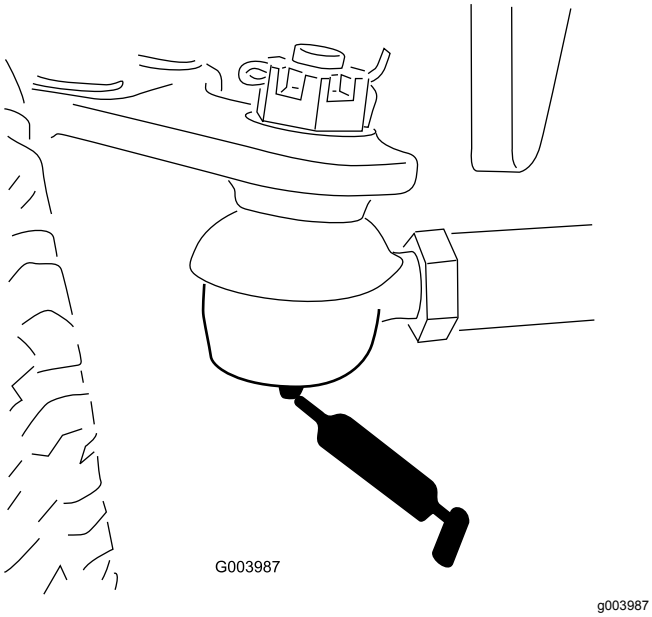

**Figur 68**
- Bakakselens parallellstag (2) (Figur 68)